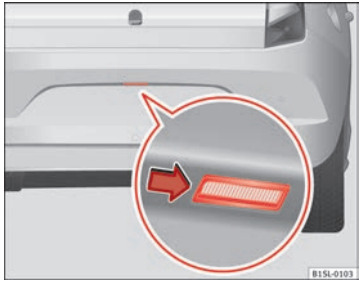

Fig. 158 On the rear bumper: Remove number plate light
2.	With one hand, press on the number plate light from left to right and remove it from the bumper ⇒ Fig. 158.